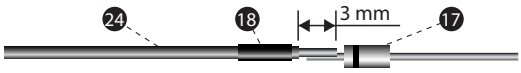

Abb.2
3. Eines der Kabelstücke an das gekürzte Anschlussdrahtstück der Diode (17) anlöten (Markierungsring der Diode muss zum Kabel zeigen). Dann die Verbindungsstelle mit schwarzem Schrumpfschlauch (18) isolieren. Mit Heißluftpistole oder Fön aufschrumpfen (Abb. 2).